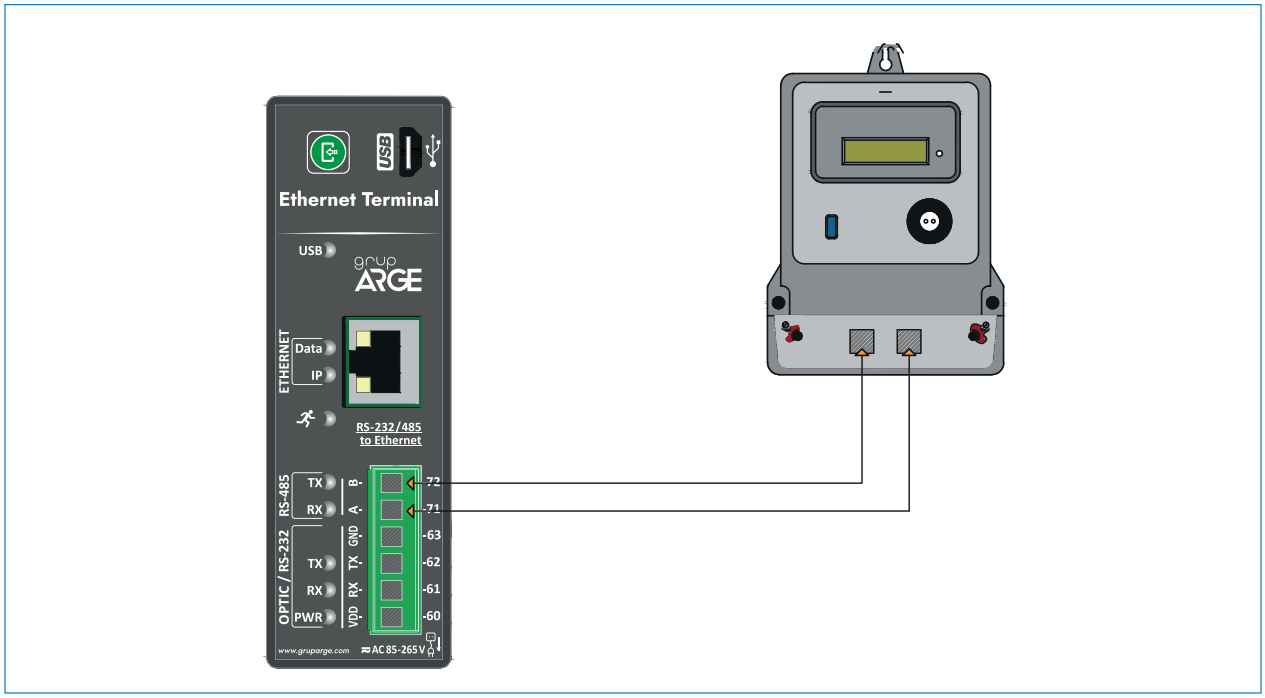

Figure 11
c. Electricity Meter / RS-485: See Figure 11; 12; 13; 14; 15; 16